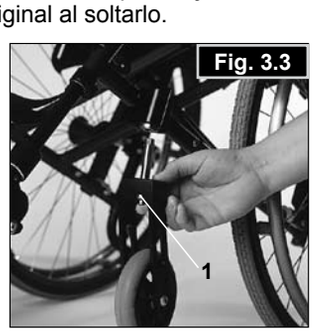

Fig. 3.3
Las ruedas delanteras también pueden estar equipadas con ejes de desmontaje (1), los cuales podrán luego instalarse o quitarse sin necesidad de usar herramientas, (Fig. 3.3).